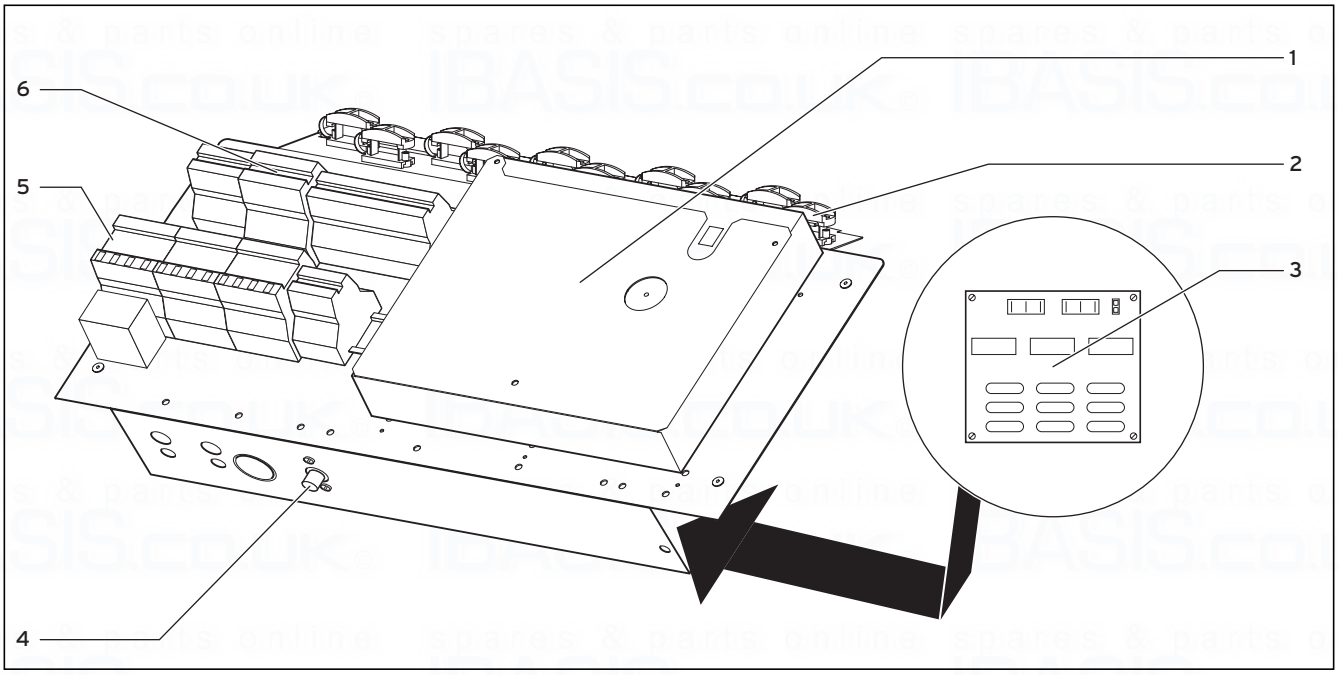

Fig. 6.1 Electrical control box
- Mix water and antifreeze to the specified concentration in an external container (e.g. plastic canister, see Fig. 6.1, Item. **66**). Every batch of the mixture must be carefully blended.
Key to Fig. 6.1
A motor protection switch in the heat pump (see Fig. 6.1, Item **5**) protects the well pump from overload. The switch should be set to the well pump's rated current (0.8 – 2.7 A).
- Fit the start-up current limiter PCB beneath the controller PCB as described in its manual (see Fig. 6.1).